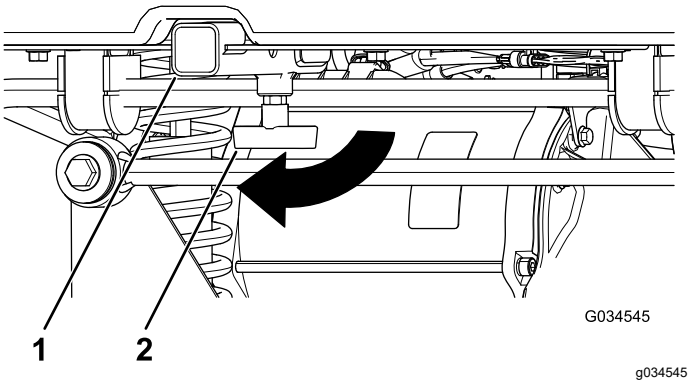

Figura 19
1. Afloje la maneta en T girándola en sentido horario (Figura 19).
2. Introduzca el accesorio en el receptor hasta que los taladros queden alineados (Figura 19).